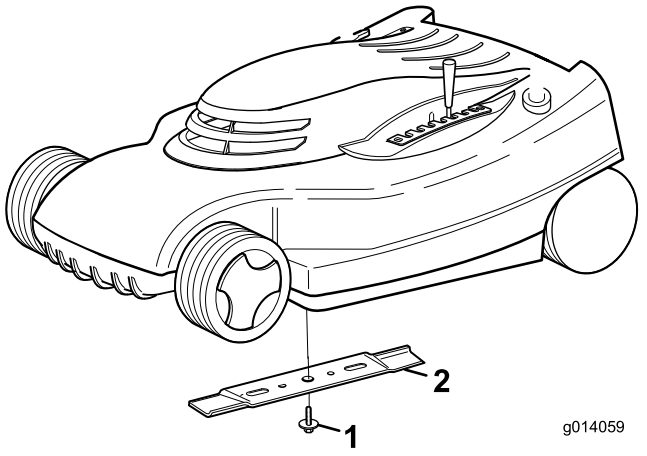

**Bild 18**
1. Fassen Sie das Ende des Messers mit einem stark wattierten Handschuh oder einem Lappen an (Bild 18).